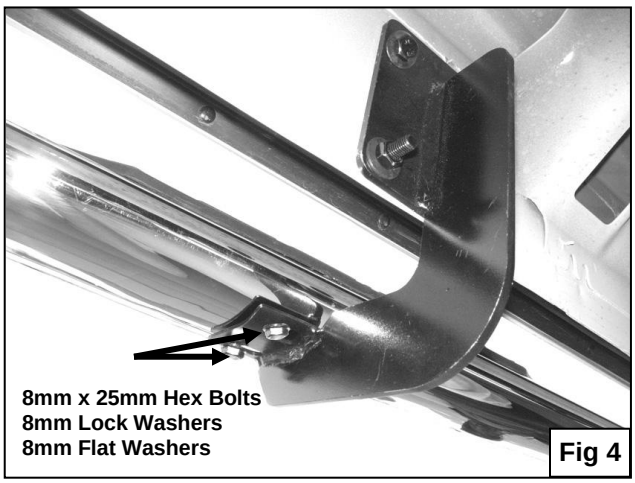

Fig 4
6. Position Sidebar onto Mounting Brackets and attach it using the included (4) 8mm x 20mm Hex Head Bolts, (4) 8mm Lock Washers, and (4) 8mm Flat Washers **(Figure 4)**. Do not tighten at this time.